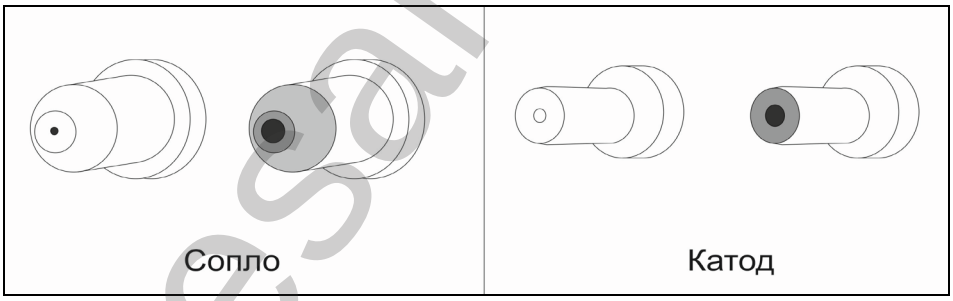

Рис. 14. Износ сопла и электрода
- **Степень износа быстроизнашиваемых частей** (см. рис. 14).